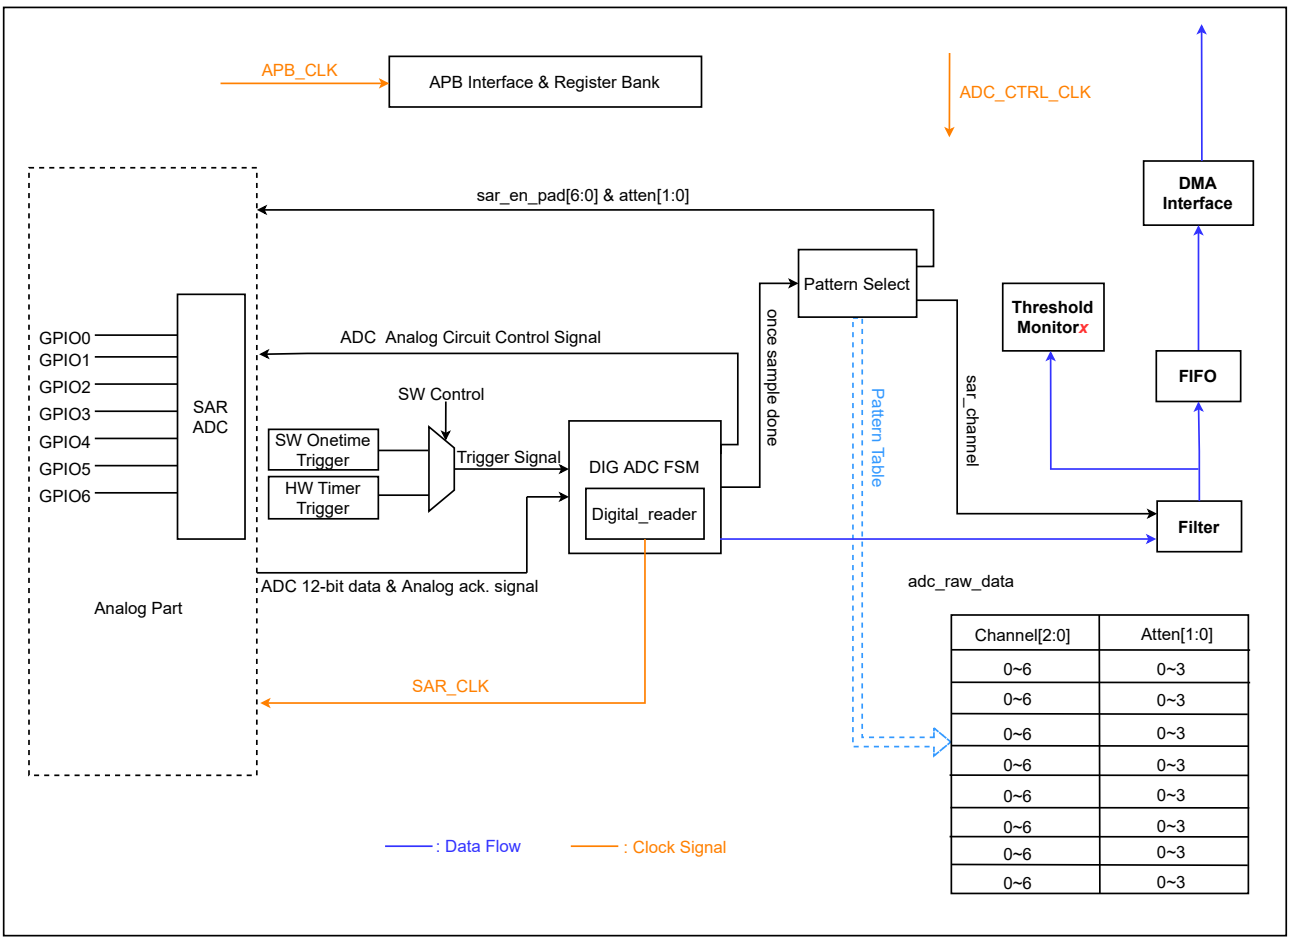

图 39-1. SAR ADC 的功能概况
SAR ADC 的主要子模块与连接情况见图 39-1。
如图 39-1 所示，SAR ADC 模块主要包括以下功能或子模块：
- 将数据传输给滤波器 (filter)，然后阈值监控器 (threshold monitor) 通过 DMA 将数据传输给内存（见图 39-1）；